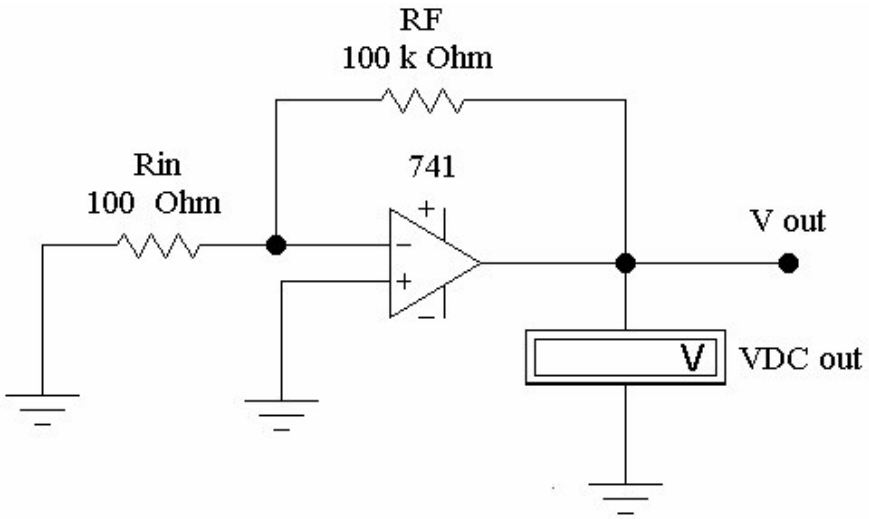

Figura 1 – Circuito para comprovar existência de *off-set* na saída.
3.1. Montar o circuito apresentado na Figura 1 com a fonte de alimentação ajustada para +15 e −15 *volts* e mantendo-a desligada;